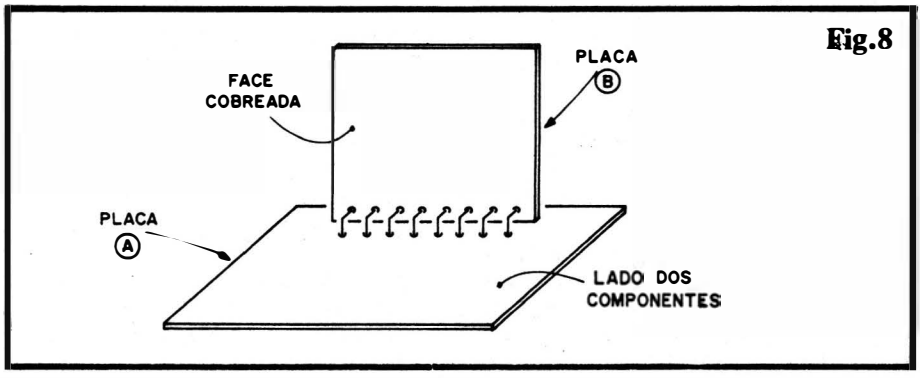

Fig.8
- **FIG. 8** - MAIS DETALHES SOBRE A INTER-CONEXÃO DAS PLACAS - Numa diferente perspectiva (com relação à figura anterior...), vemos as duas placas ("A" e "B") já interligadas, claramente apresentados os "L" de fio rígido e nú (em número de 8, conforme já informado...), estabelecendo o "casamento" eletro/mecânico dos dois módulos Impressos. Lembramos que os fiozinhos rígidos que "interfaceiam" as placas permitem uma certa flexibilidade final na angulação entre os dois Circuitos Impressos, de modo a eventualmente corrigir-se alguma irregularidade mecânica e também facilitando a acomodação final na caixa escolhida, "janela" para a "tela" (**display**), etc.